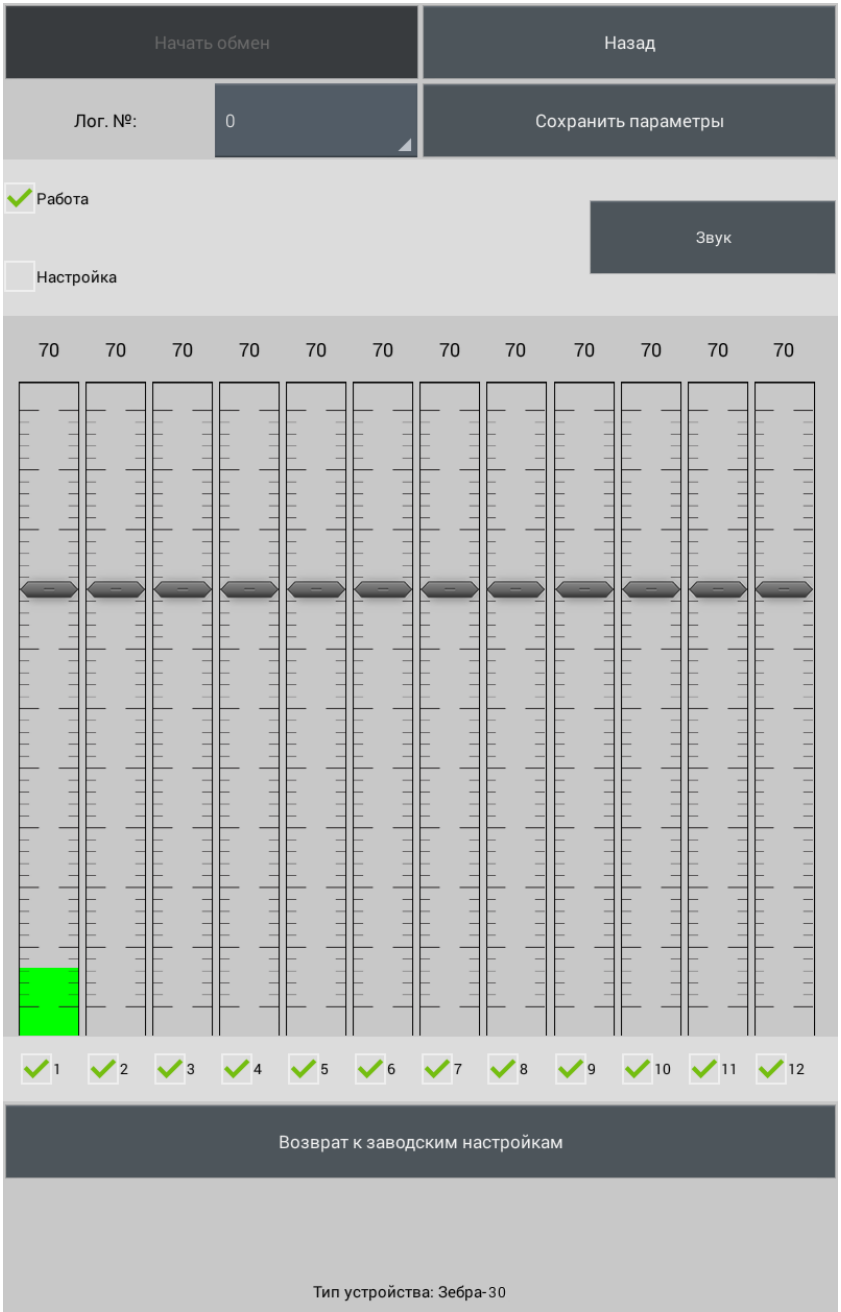

Рисунок 2.19
7) Нажать кнопку «Начать обмен». Рабочее окно программы имеет следующий вид (рисунок 2.19).